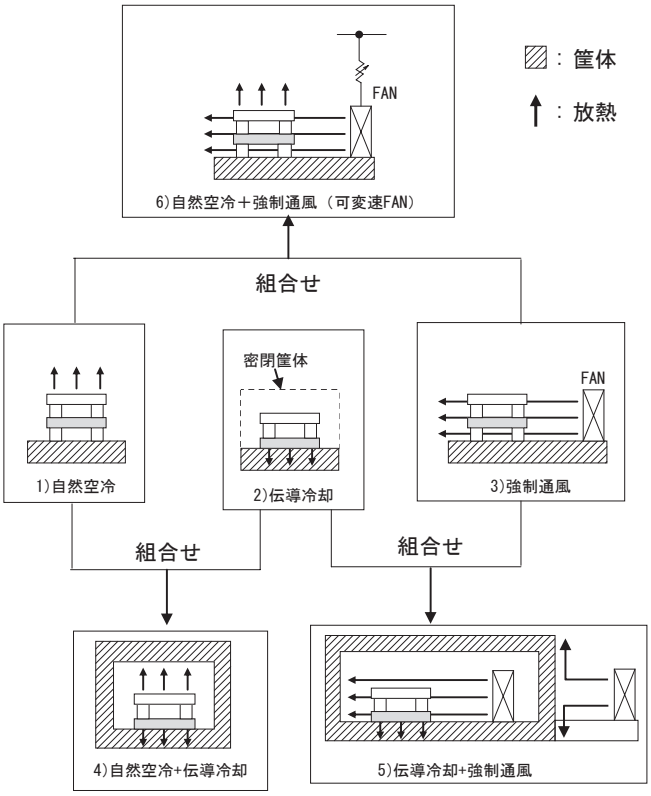

図3.1 冷却方法組合せ一覧表
・GHA500Fは図3.1 5）に示すように、伝導冷却＋強制通風を組合せることで効率的な冷却を実現することが可能ですが、FAN等の故障により強制通風が停止した際に、伝導冷却によって過熱保護検知が動作せず、強制通風部品（表3.1①、②、③、④部品）が高温になる可能性があります。
強制通風、自然空冷の2通りの冷却が可能です（図3.1 1)、3)、6)の冷却方法)。